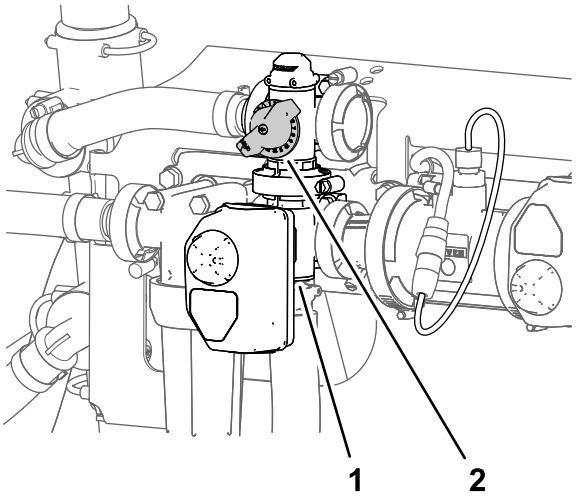

図 34
11. 攪拌バルブの背面についている攪拌バイパスバルブ図 34を使って、水圧計の読みシステム水圧が 6.89 bar7 kg/cm2 = 100 psiになるように調整する。